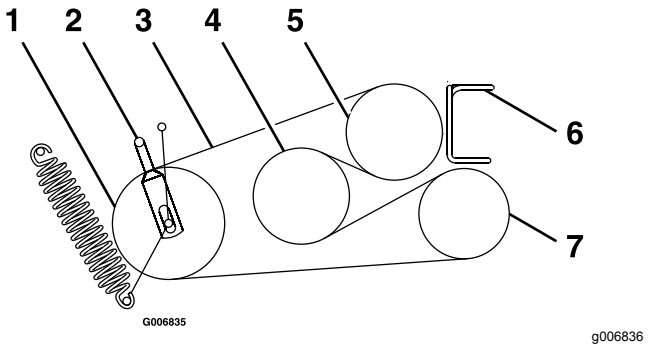

**Figuur 60**
6. Maak de riemgeleiders los: **A** en **B** (Figuur 60).
8. Plaats de nieuwe riemen op de poelies zoals in Figuur 60.